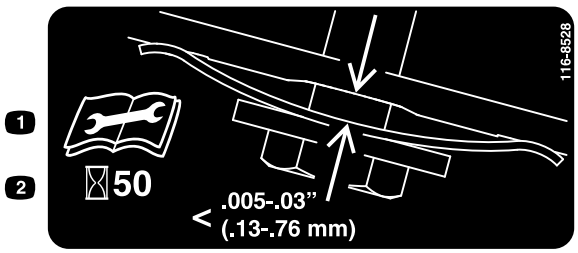

Rysunek 35
4. Ustaw szczelinomierz pomiędzy 0,13 i 0,76 mm i wsuń go za sprężynę napinającą pas; patrz Rysunek 35.